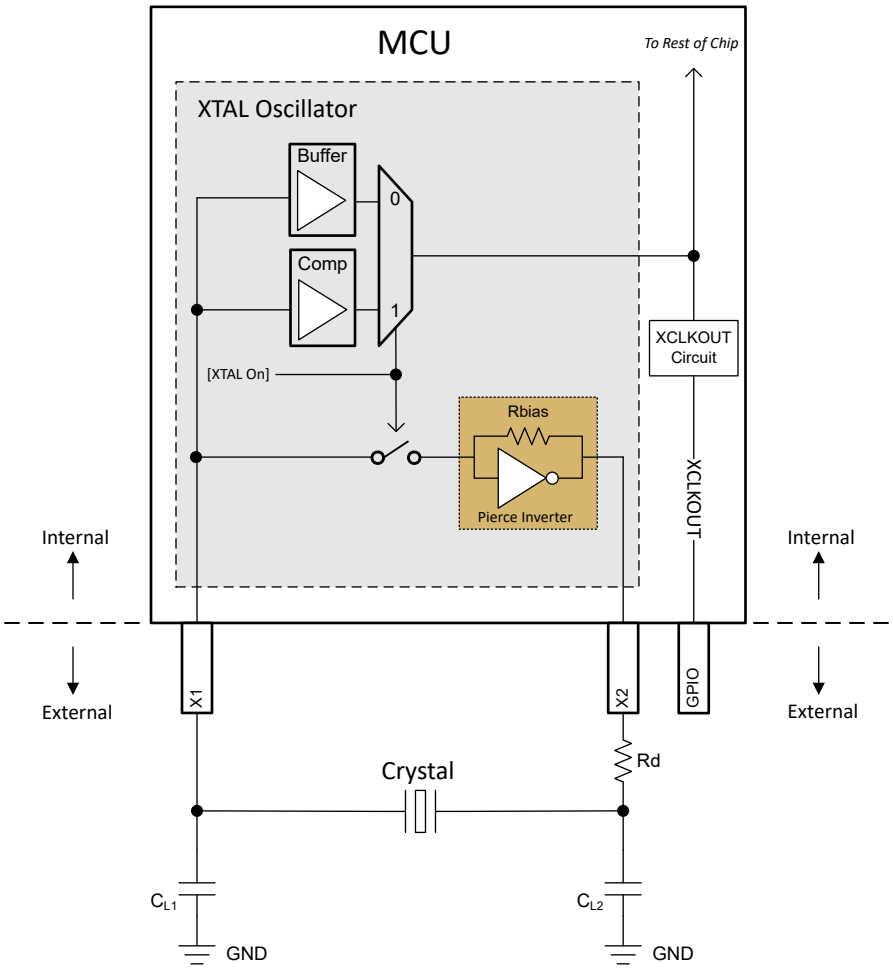

図 6-14. 電気発振回路のブロック図
このデバイスの電気発振回路は、ピアス発振器です。これは正帰還インバータ回路であり、発振するためにはチューニング回路が必要です。この発振器に適合する水晶振動子と組み合わせると、タンク回路が形成されます。このタンク回路は、水晶振動子の基本周波数で発振します。このデバイスでは、発振器は、並列容量 (C0) および必要な負荷容量 (CL) によって、並列共振モードで動作するように設計されています。図 6-14 に、電気発振回路とタンク回路の部品を示します。